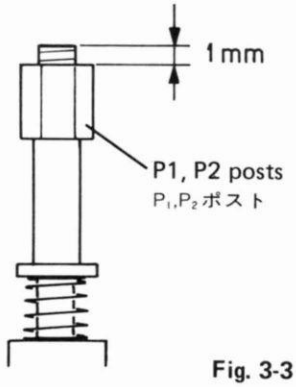

Fig. 3-3
3. Perform coarse adjustment of bottoms of the P1 and P2 posts. Here, since temporary adjustment is made, turn the top of the P1 and P2 posts using the hexagonal wrench so that the shafts of the posts protrude by about 1mm as shown in Fig. 3-3.
ここでは仮調整なので，目安として図3-3 の様にP1 ポスト，P2 ポストのシャフトが上に1㎜ ぐらい出る様にP1，P2 ポストの頭を六角レンチにより調整する．